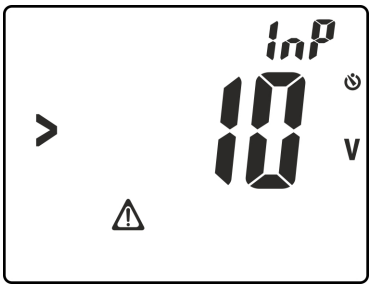

Fig. 27: Presencia tensión en los terminales de entrada
8. Pulse la tecla **GO/HOLD para activar la prueba**. La pantalla de Fig. 27 puede ser mostrada en el visualizador señalando la presencia de una tensión **>10V** presente en los terminales de entrada que bloquea el desarrollo de la prueba